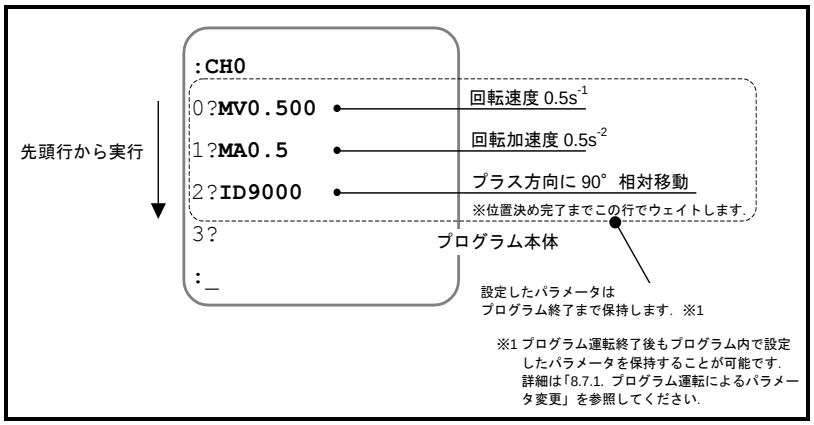

図 6-7：プログラムの内容
- 例として「図 6-7：プログラムの内容」のプログラムを起動します.
◊ 「図 6-7：プログラムの内容」はチャンネル 0 のプログラムなので，コマンド SP0 を入力します.